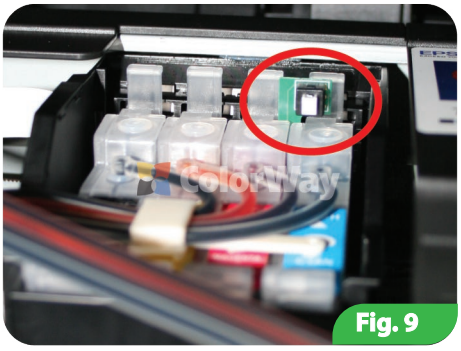

Fig. 9
6.2. Cuando el carro con cartuchos se pondra en posicion de "reemplazar cartucho", precione el botón de reseteo de tinta virutal y mantenga pulsado durante 5 segundos (Fig. 9, hagalo con cuidado para no romper el botón. Este procedimiento simula un reemplazo físico del cartucho con uno nuevo..